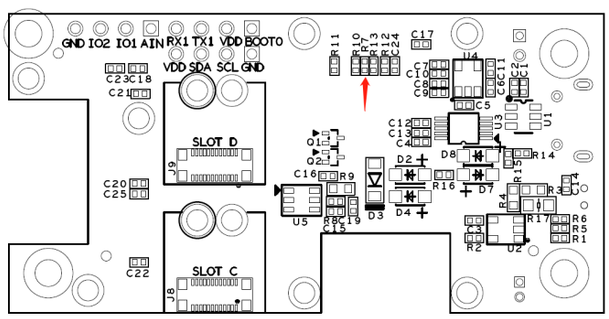

Figure 8: R7 on RAK5005-O
- In RAK5005-O, remove the R7 resistor as shown in **Figure 8.**
- In RAK5005-O, remove the R7 resistor. See **Figure 8**.